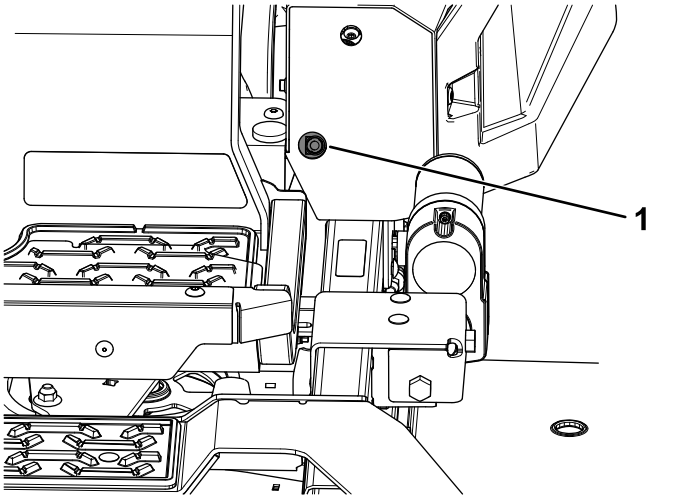
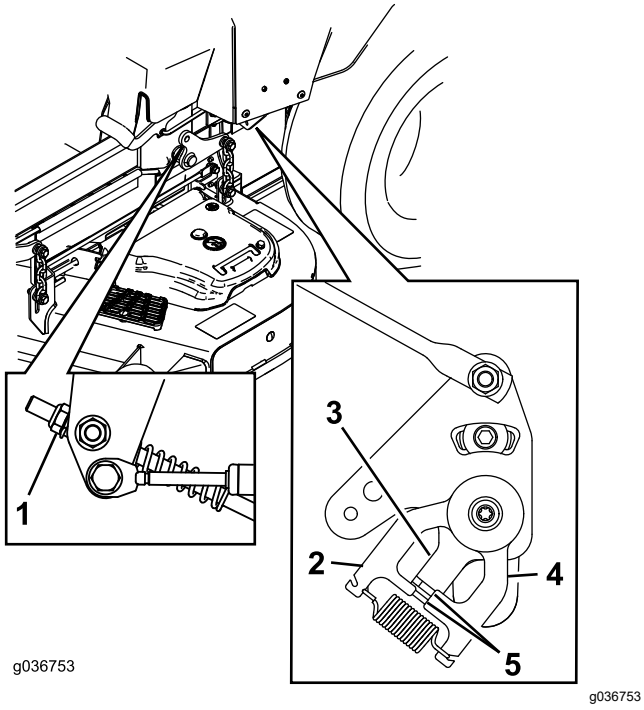

Figure 65
Figure 66
11. Réglez la longueur des tiges de pompes en tournant l'écrou dans le sens voulu jusqu'à ce que les roues tournent légèrement en marche arrière (Figure 65 et Figure 66).